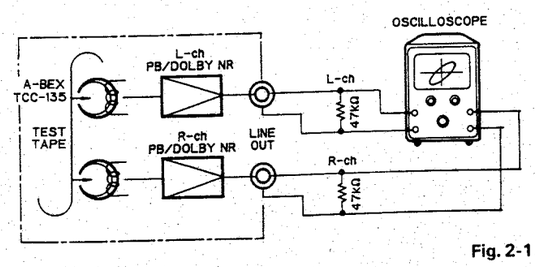

Fig. 2-1
(1) After completing the tape transport check, load the test tape (A-BEX TCC-153). **Fig. 2-1**